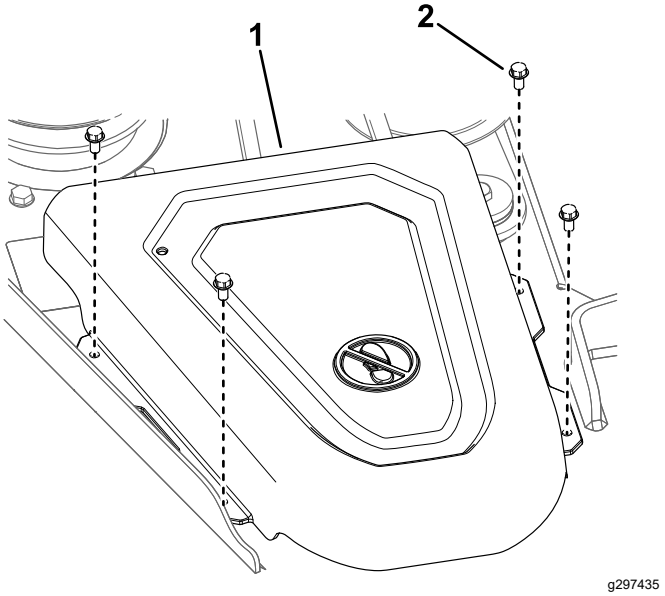

Figur 60
5. Fjern remskivens deksler (Figur 60).